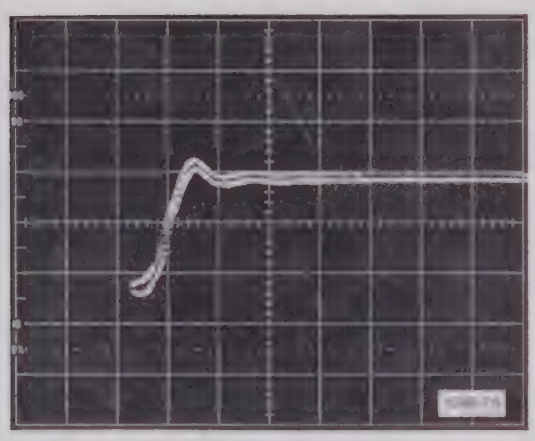

Fig. 6-31. Horizontal resolution.
i. Check - for two completely separate and distinct waveforms. Refer to Fig. 6-31.